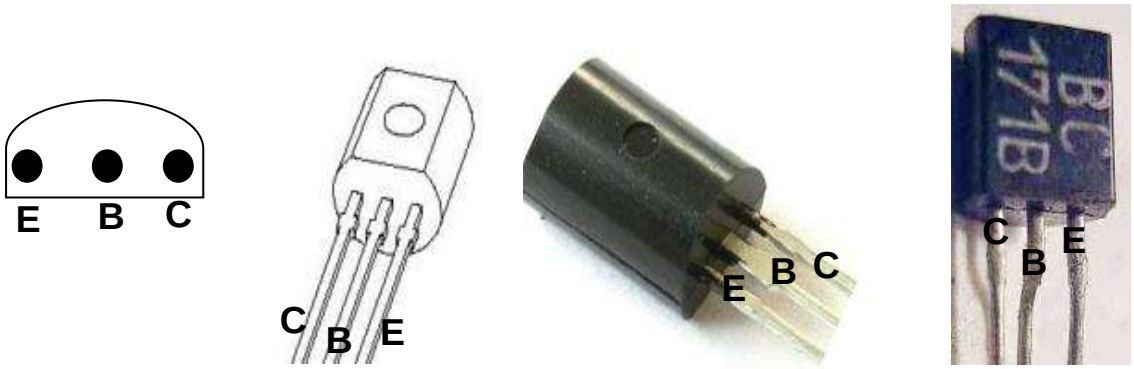

Figura 5.7 Dispunerea terminalelor la tranzistoarele în capsulă din plastic
• ***tranzistoare de uz general în capsulă din material plastic*** – la tranzistoarele din această categorie terminalele sunt dispuse liniar cu baza în mijloc. La majoritatea, terminalele sunt dispuse ca în **figura 5.7**, dar sunt si familii de tranzistoare din această categorie la care Emitorul şi Colectorul sunt dispuse invers faţă de cum sunt prezentate în **figura 5.7**.